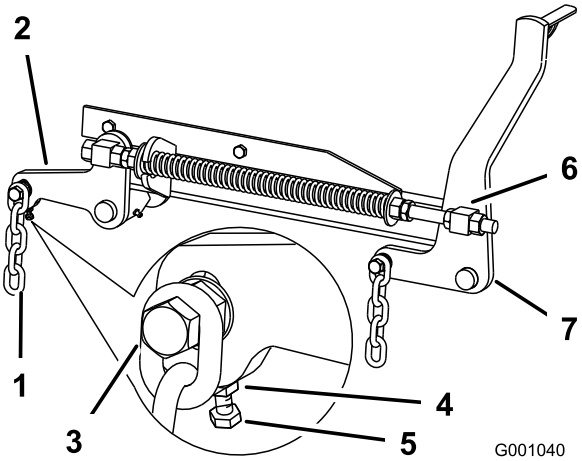

Rysunek 81
7. Jeśli pomiary w położeniach **B** lub **C** są nieprawidłowe, odkręć śrubę mocującą tylny łańcuch do tylnego ramienia wsporczego (Rysunek 81).
8. Poluzuj przeciwnakrętkę pod tylnym ramieniem wsporczym i wyreguluj śrubę regulacyjną tak, aby uzyskać wynik pomiaru od 80 do 83 mm (Rysunek 81).
7. Odkręć przeciwnakrętki przedniego połączenia obrotowego, z przodu prawego i lewego połączenia obrotowego, o około 13 mm (Rysunek 81).
8. Wyreguluj nakrętki podnoszące z lewej i prawej strony maszyny tak, aby uzyskać z przodu w położeniu **A** obniżenie o 6 do 10 mm w stosunku do tyłu w położeniu **B** (Rysunek 81).